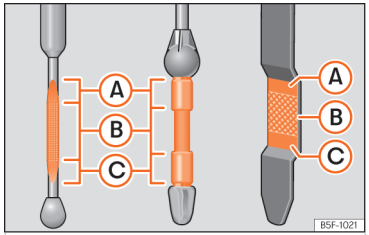

Abb. 235 Ölmessstab
- Den Messstab anschließend wieder herausziehen und den Ölstand ablesen ››› (Abb. 235). Füllen Sie gegebenenfalls Motoröl nach.
- Wenn der Ölstand mindestens den Bereich ››› **(Abb. 235)** Ⓑ erreicht hat, vorsichtig den Deckel des Einfüllstutzen aufschrauben ››› ⓘ.